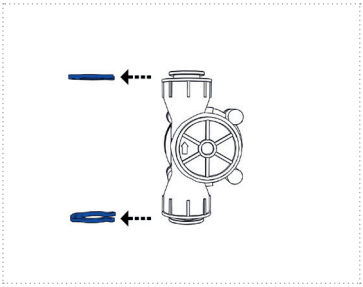
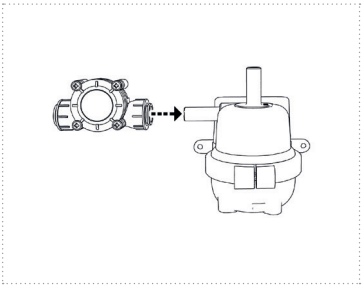
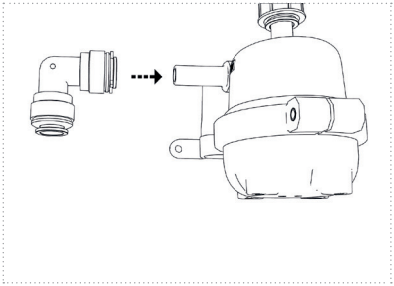

Figure 10
Figure 11a
Figure 11c
4. Retirez les bagues de sécurité du capteur de débit (figure 10). Selon vos préférences d'installation, enfilez le capteur de débit sur le raccord d'eau « IN » ou « OUT » du réacteur (*figures 11a et 11b*). **IMPORTANT :** Respectez le sens du débit indiqué sur le capteur de débit (marqué par une flèche). Connectez ensuite le connecteur coudé fourni dans l'emballage sur le raccord d'eau libre du réacteur (selon l'emplacement du capteur de débit, voir *figure 11c*).